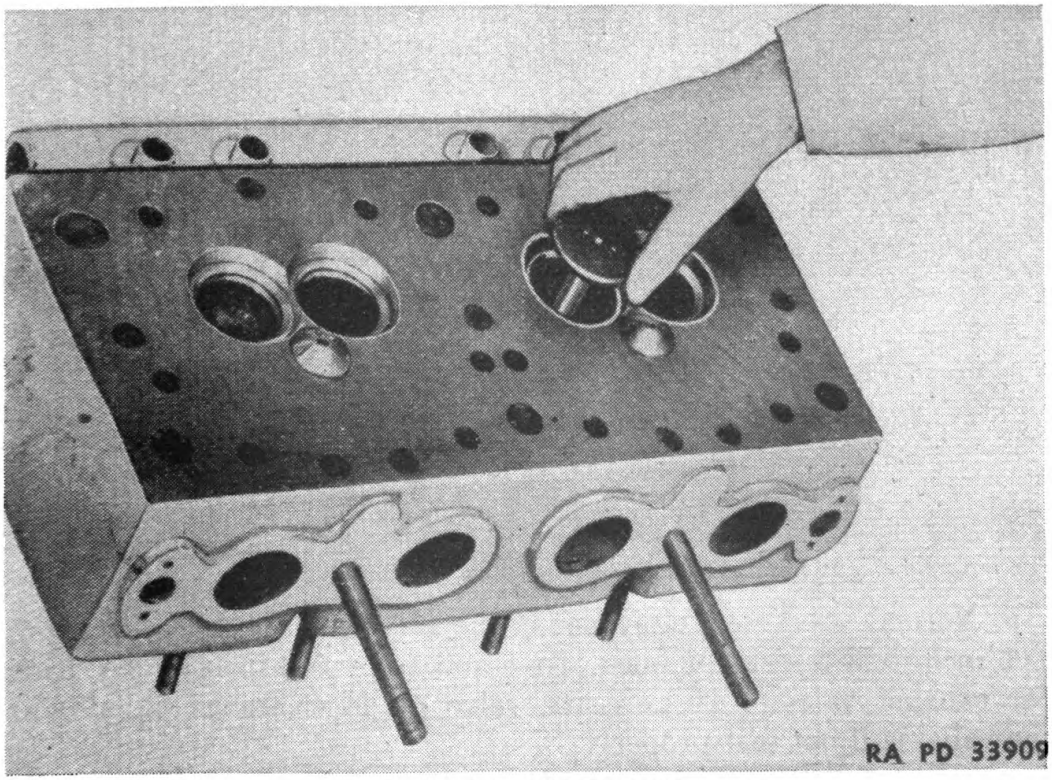

FIGURE 20.—Cylinder head.
b. To remove carbon.—After removing the cylinder head (fig. 20) from the Diesel engine and the valve assemblies from the head, carefully scrape all carbon accumulations from the parts. Be sure to clean the valves thoroughly, as well as the valve stems, valve guide bushings, and valve ports.